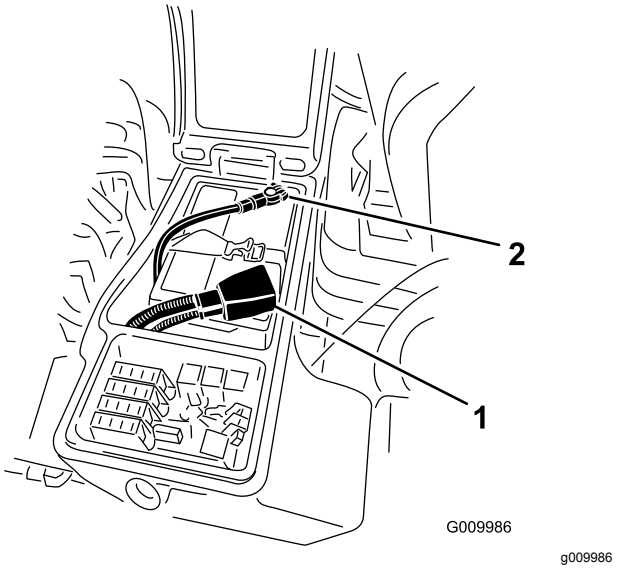

Figur 61
4. Fäst pluskabeln (röd) till plusanslutningen (+) och minuskabeln (svart) till minusanslutningen (–) på batteriet (Figur 61).